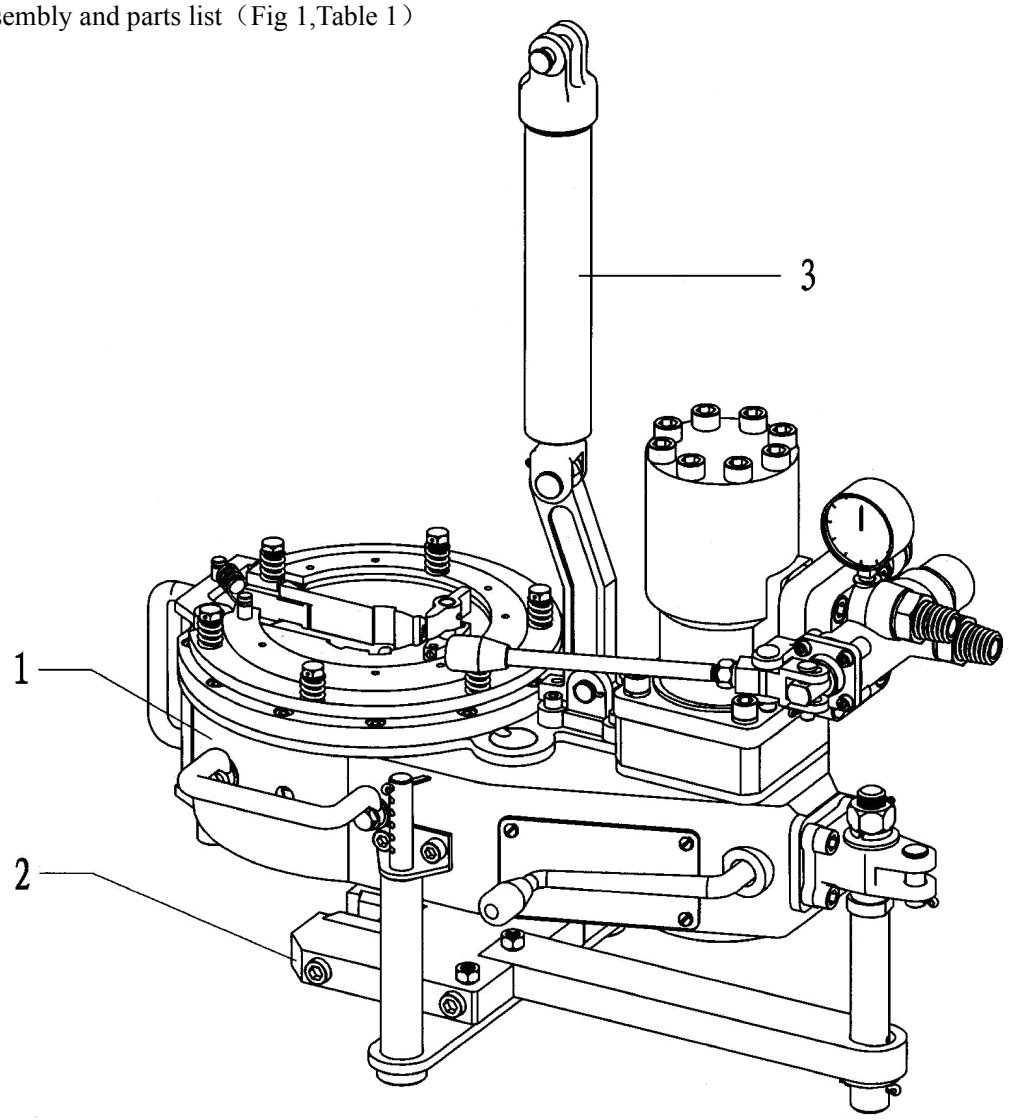

Fig.1
9.1Assembly and parts list（Fig1，Table 1）
9.1 Assembly and parts list（Fig 1,Table 1）